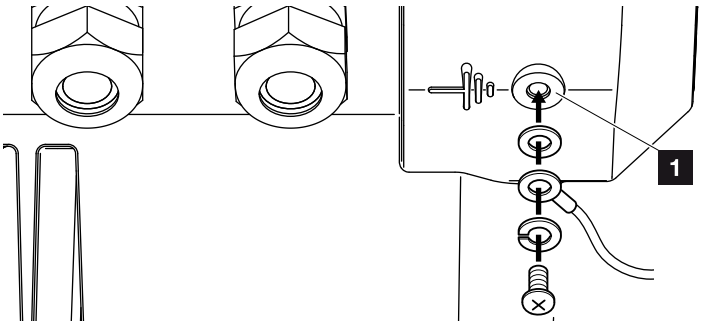

Abb. 29: Länderspezifischer PE-Anschluss
9. In Ländern, in denen ein zweiter PE-Anschluss vorgeschrieben ist, diesen an der gekennzeichneten Stelle des Gehäuses mit dem vorgegebenen Drehmoment von 3 Nm (M6) anschließen. **Abb. 29, Pos. 1**